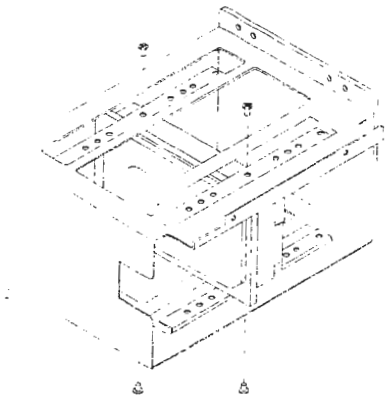

Figure 4-22. Removing the Drive Bay out of the Chassis
12. Position the drive in the chassis and secure with four screws. See Figure 4-22.
13. If you are removing a hard disk drive, remove the four screws securing the drive to the drive bay. See Figure 4-22.